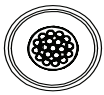

рис. 19
2. Откройте сливную пробку, расположенную внутри отделения для хранения вакцин.2Если устройство оснащено системой автоматического отвода конденсата, открывать пробку не требуется. Вместо этого убедитесь, что дренажный фильтр очищен. См. рис. 19.
Por este motivo, se trata de un procedimiento SOP importante para garantizar regularmente que el filtro de drenaje fig.19 está limpio y libre de suciedad y residuos.